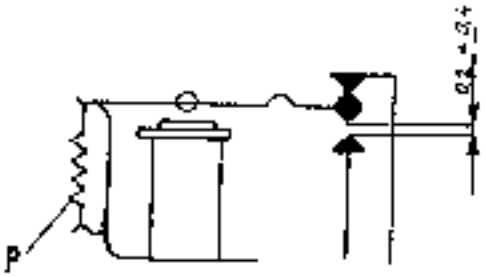

Fig. 79
2. Release the armature which is lifted by the pad of spring P, and its contact touches the upper contact. By bending the top contact holder adjust the gap between the centre contact (armature contact) and the bottom contact to 0.2 to 0.4 mm (Fig. 79).